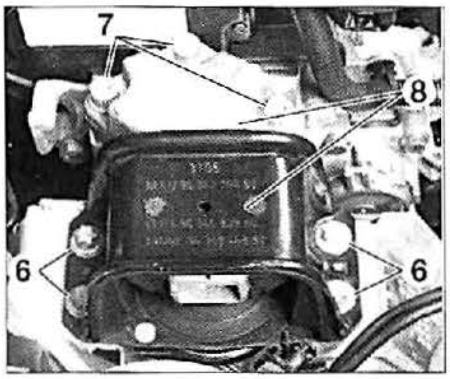

FIG. 57
- los tornillos de fijación (6) y (7) de los soportes motor derecho **(fig. 57).**
- desmontar el conjunto de los soportes motor derecho (8).
- la tuerca (9) de soporte de caja de velocidades